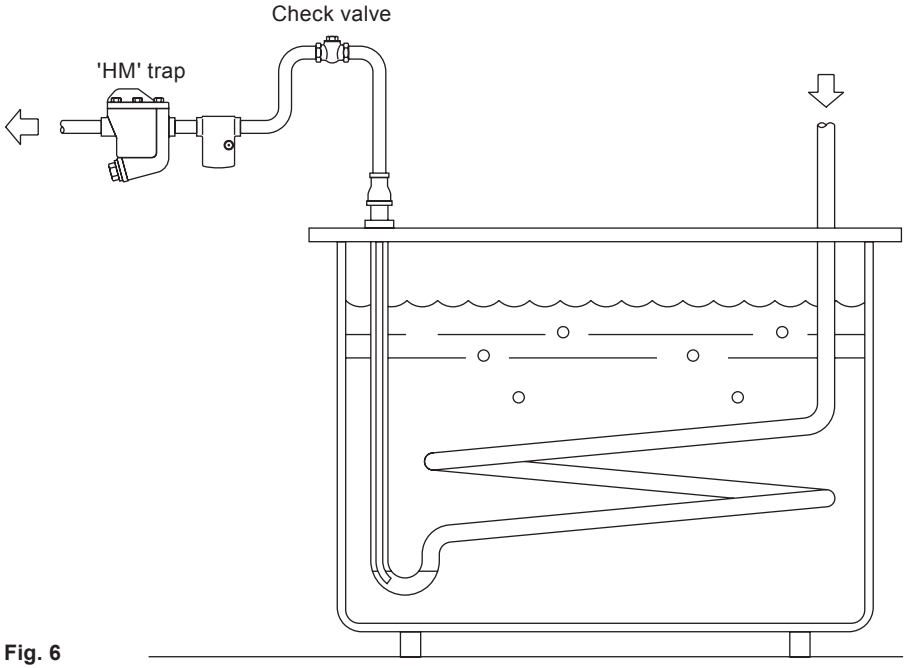

Fig. 6
3.8 If the trap has to be installed at a higher point than the drainage point then a small bore riser into a 'U' seal should be used. A check valve should be fitted before the trap to prevent the loss of the internal waterseal. See Fig. 6.